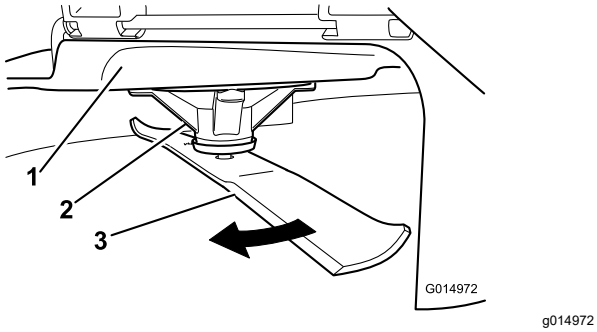

Figur 74
2. Ta på tykke arbeidshansker eller annet hensiktsmessig håndvern og sakte roter kniven som skal måles, til en stilling som gjør det mulig å måle avstanden mellom kniveggen og den plane overflaten maskinen står på (Figur 74).